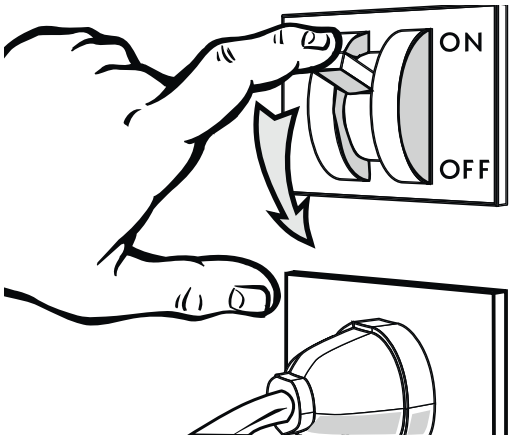

Fig. 21
- Togliere la tensione elettrica al banco tramite l'interruttore sezionatore generale a parete ("Fig. 21").